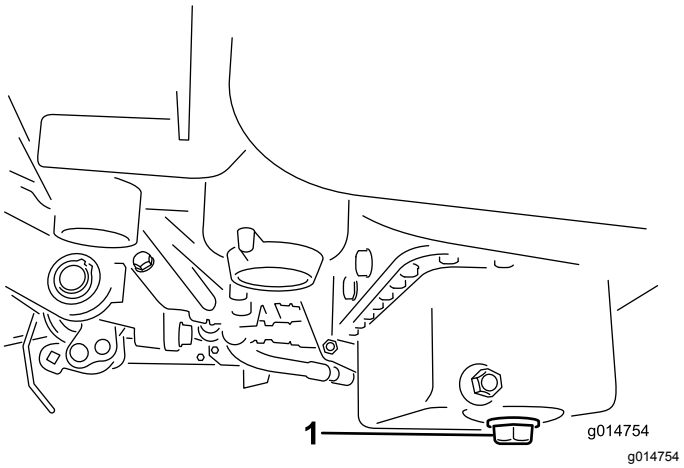

Figur 30
1. Fjern tappepluggen, og la oljen renne ned i et tappefat. Når oljen slutter å renne, setter du tappepluggen på igjen (Figur 30).